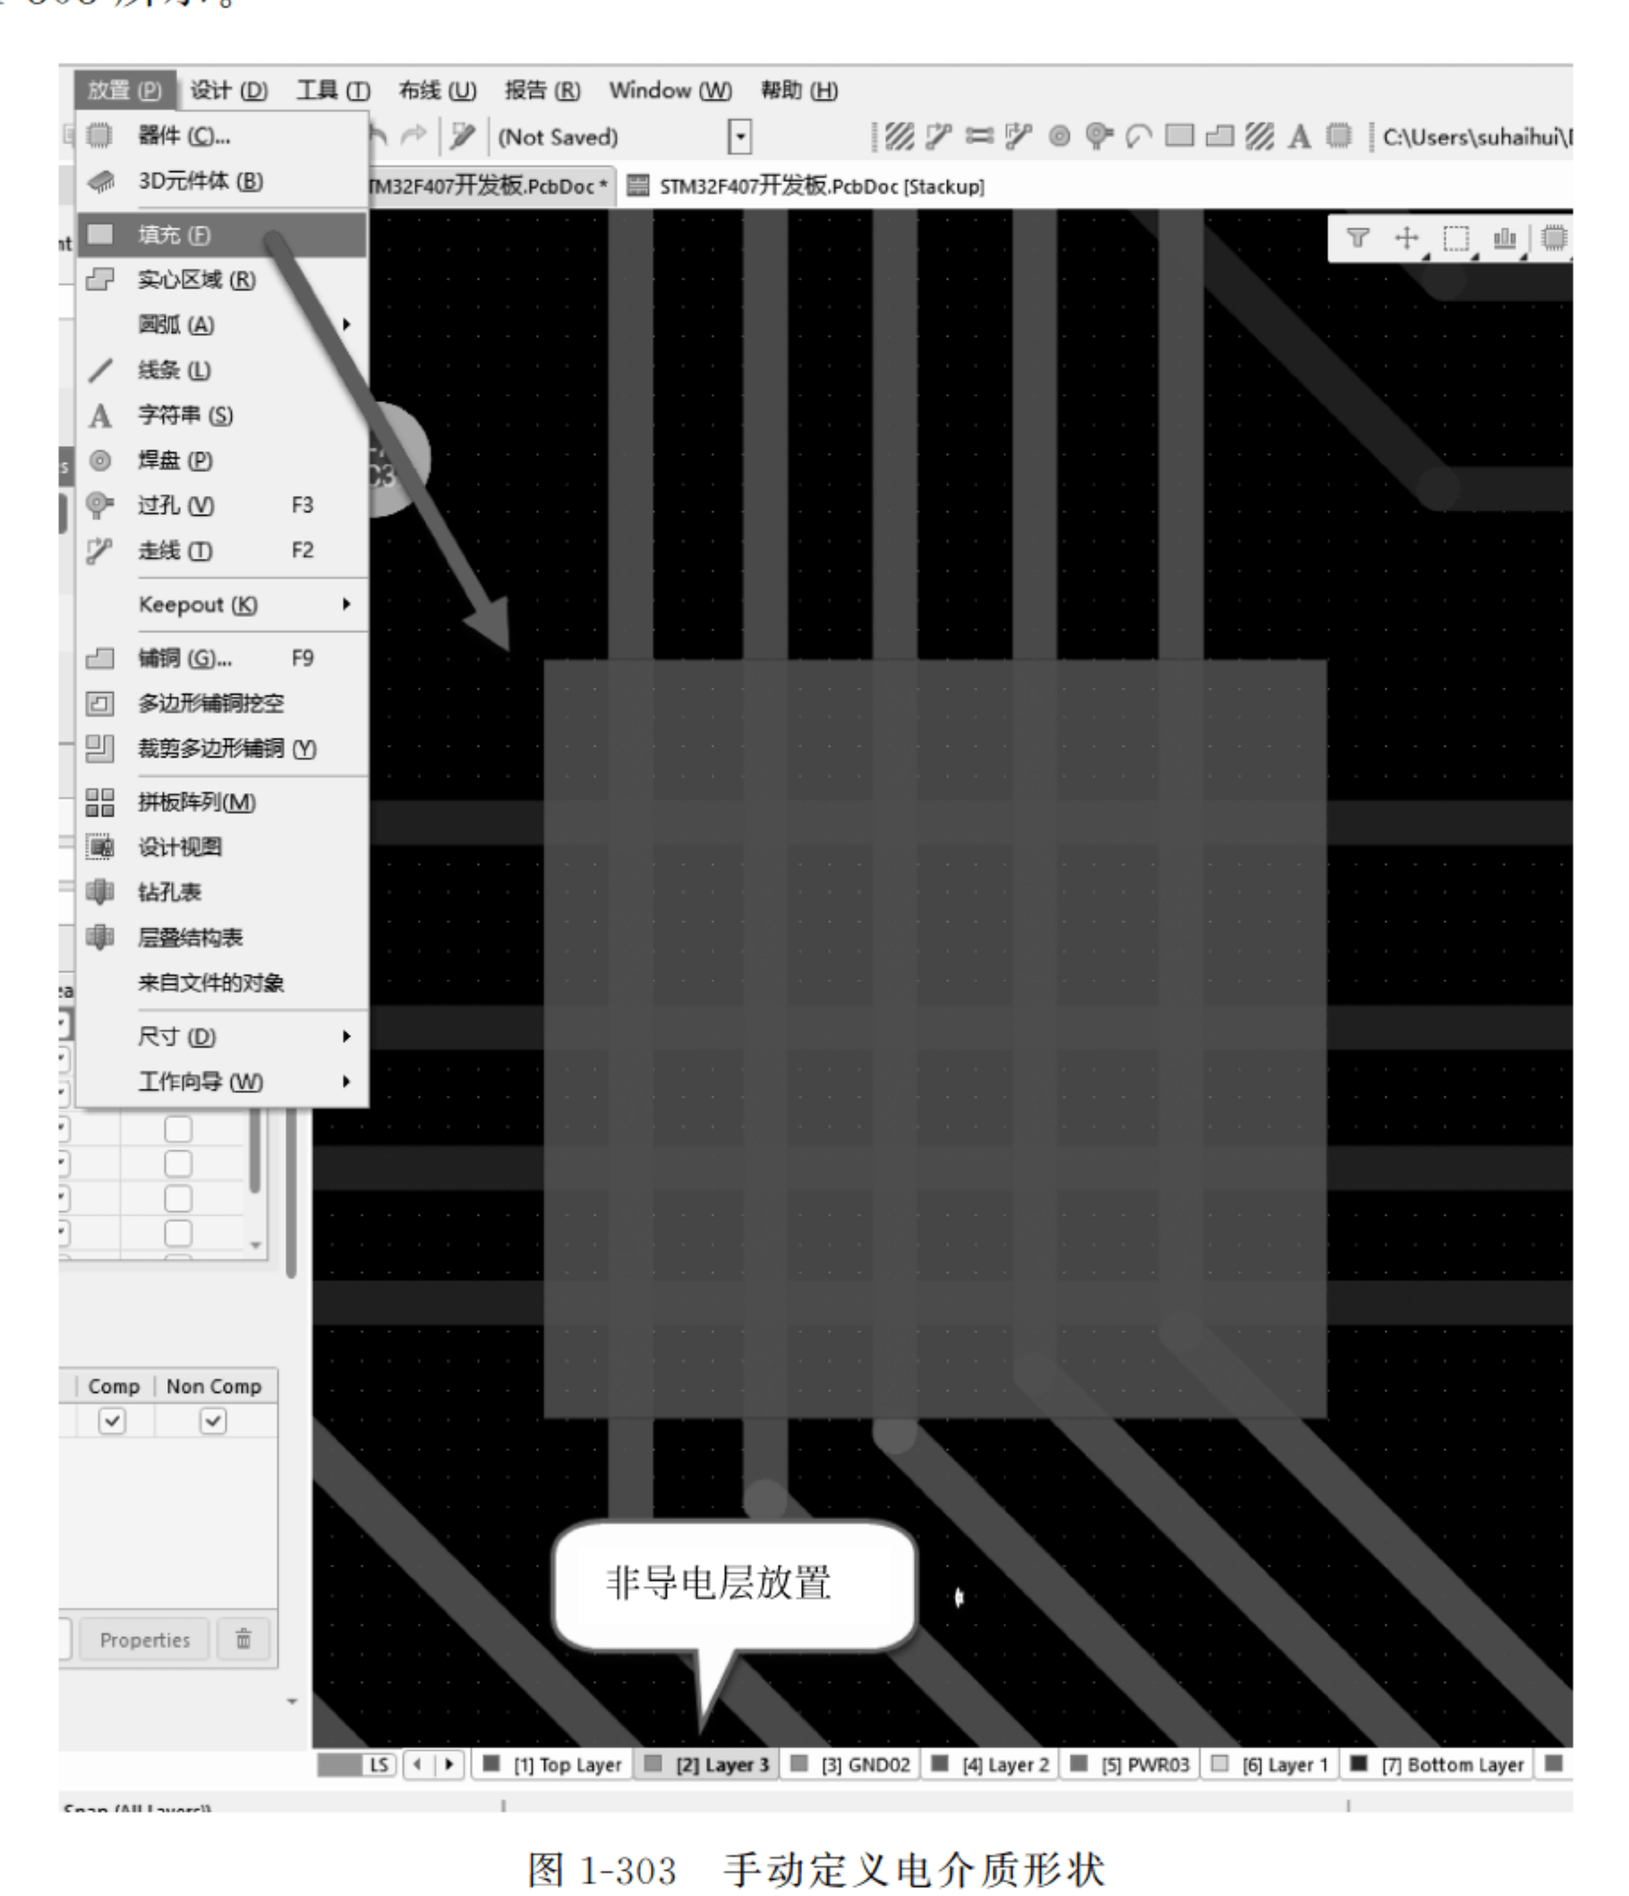

图 1-303　手动定义电介质形状
① 手动定义。切换到非导电层，在走线交叉处，可放置圆弧、直线、填充或实心区域。如图 1-303 所示。